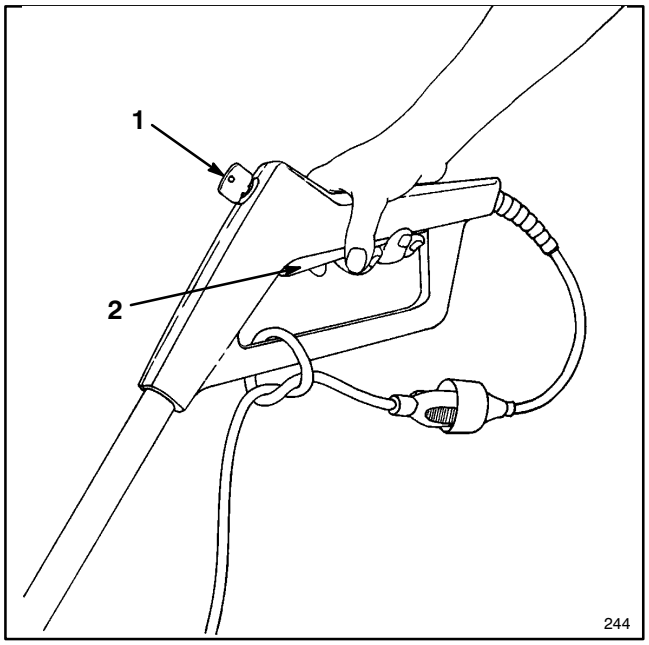

Figure 7
9. To prevent disconnection of the Power Shovel cord from the extension cord during operation, tie the extension cord to the lower handle before connecting to the Power Shovel cord; refer to Figure 7 for proper procedures.
1. Tie extension cord to the lower handle of control grip (Fig. 7) before connecting to the Power Shovel cord. This helps prevent the separation of the cords during operation.
2. Plug the extension cord into a wall outlet and insert key into hole located on the front side of the control grip (Fig. 7).
To start the Power Shovel, install the key and squeeze the switch bar. To stop, release the switch bar (Fig. 7).